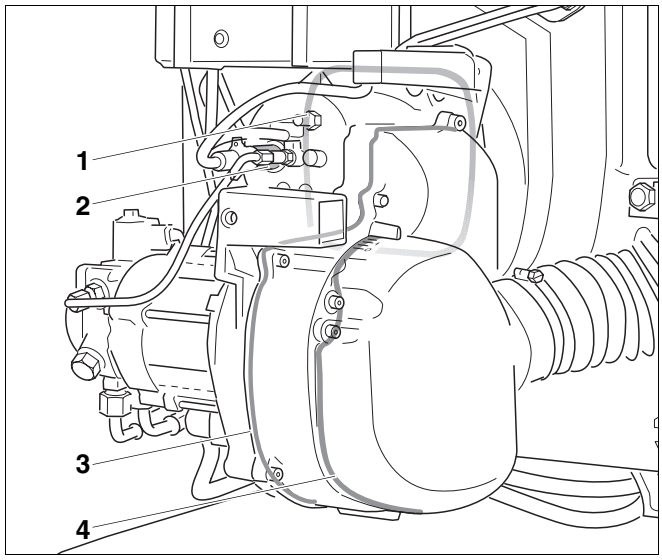

Afb. 44 Extra afdichting van de Logatop BE RLU
– vlakke afdichting naar de branderflens (afb. 44, **pos. 1**)
– afdichting naar de geluiddemper (afb. 44, **pos. 4**)
– bodem van de behuizing met O-ring afdichting (afb. 44, **pos. 3**).
– houder voor plaatsing van de vlamvoeler (afb. 44, **pos. 2**).